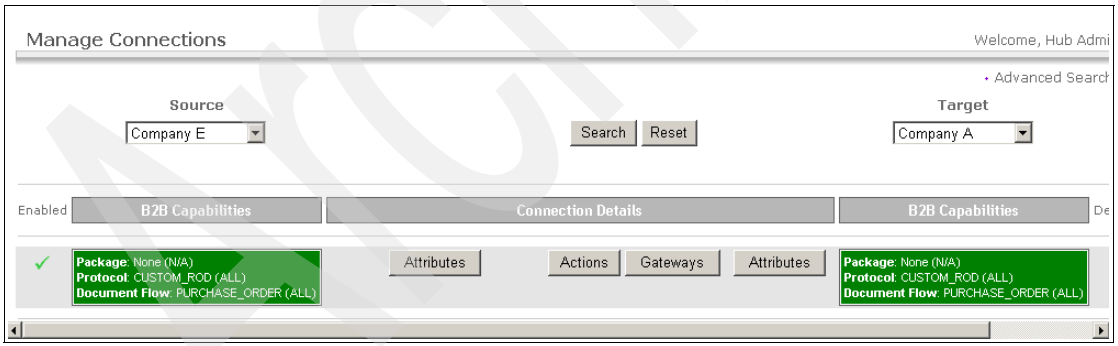

Figure 16-38 Active participant connection between Company E and Company A
3. Click **Activate**, resulting in Figure 16-38.